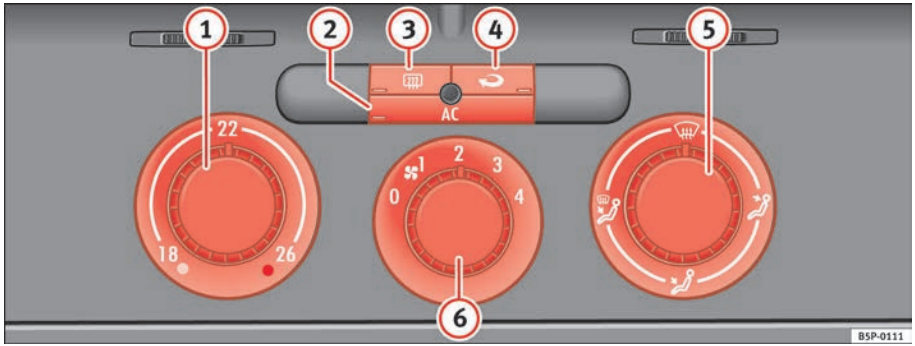

Fig. 129 On the dash panel: Climatic controls
– Using the controls ⇒ fig. 129 (1) and (5) and the control (6) you can set the temperature, air distribution and the turbine speed.
– To switch a function on or off, press the appropriate button (2), (3) or (4). When the function is activated, the display window in the lower corner of the button is lit.
(1) Temperature selector ⇒ page 154
(2) Button AC – Heating, ventilation and air-conditioning system on/off ⇒ page 154
(3) Button – Rear window heating. The heating will be switched off automatically approximately *20 minutes* after switching on. It can also be switched off beforehand by pushing the button.
(4) Button – Air recirculation mode ⇒ page 155
(5) Air distribution control ⇒ page 154
(6) Blower switch. There are four speed settings for the air flow. The air flow should always be set at the lowest speed when driving slowly.
– Switch on the air conditioning using the button ⇒ page 153, fig. 129 AC.